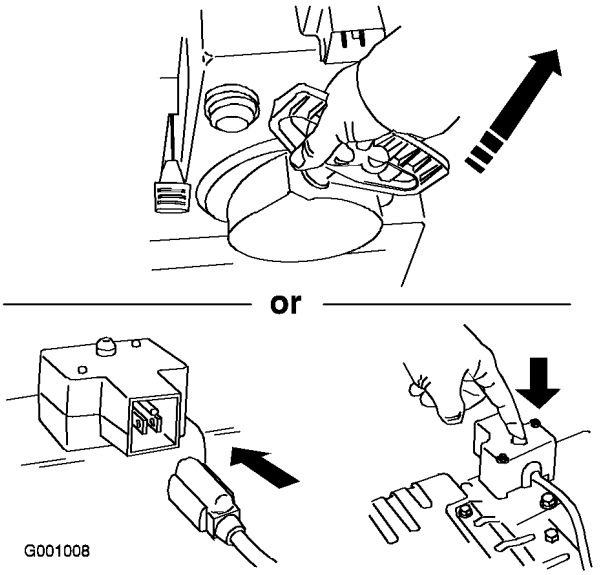

Figur 24
7. Starta snöslungan med startsnöret eller med den elektriska startmotorn (Figur 24).